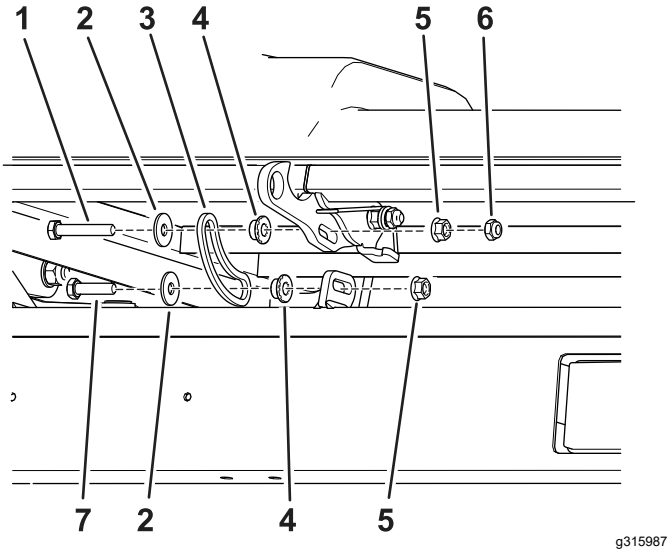

Bild 4
2. Installieren Sie das Verbindungsgelenk mit einer langen Schraube, einer Unterlegscheibe, einer Büchse, einer Flanschmutter und einer Kontermutter am Haken (Bild 4).
3. Installieren Sie das Verbindungsgelenk mit einer kurzen Schraube, einer Unterlegscheibe, einer Büchse und einer Kontermutter am Haken (Bild 4).